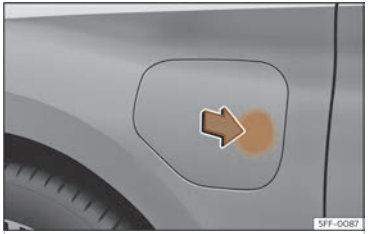

Fig. 59 Opening the charging socket cover.
- If the vehicle is unlocked, the battery charging cover opens when the indicated zone is pressed >>> Fig. 59.